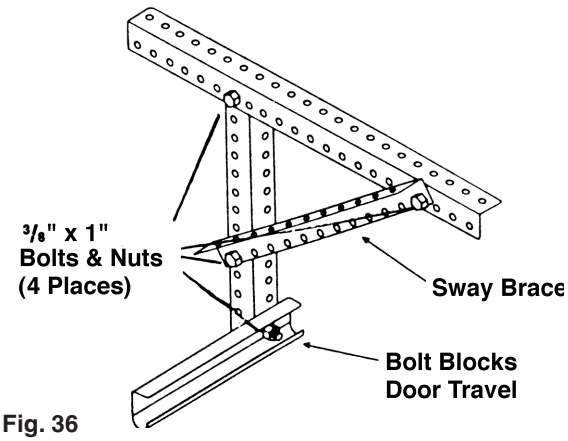

Fig. 36
Enough angle iron or punched angle should be purchased to make two rear track hangers. These hangers must be strong enough to hold the full weight of the door. Attach a bolt at least 1" long through the end of each track to stop the door at the end of its travel. (FIG. 36)
**Sway braces must be used to prevent tracks from spreading and allowing door to fall. Bolts placed in the end of each track (FIG. 36) must be at least 1" long to prevent the top section from exiting the track.**